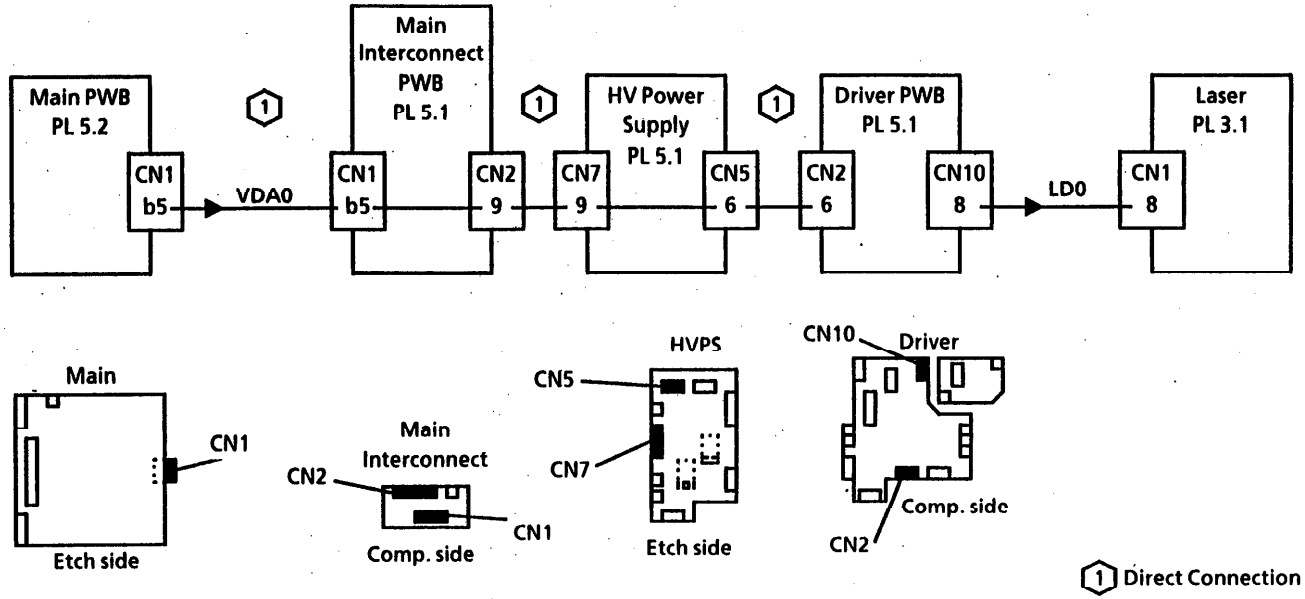

Рис. 1. Видеосистема принтера
3. Проверьте видеоданные, поступающие на драйверную печатную плату (Рис. 1). Измерьте напряжение относительно земли на контакте 6 разъема CN2 драйверной печатной платы.
4. Проверьте видеоданные, поступающие на лазер (Рис. 1). Измерьте напряжение относительно земли на контакте 8 разъема CN10 драйверной печатной платы.